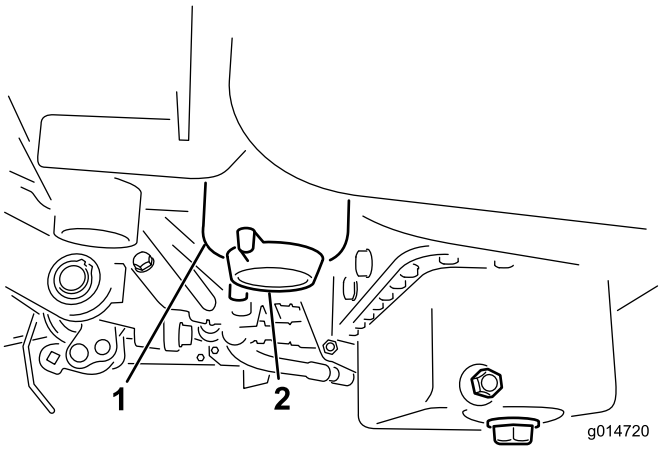

Figur 30
3. Öppna avtappningspluggen på bränslefiltret cirka ett varv och töm ut eventuellt ansamlat vatten (Figur 30). Dra åt pluggen efter tömningen.